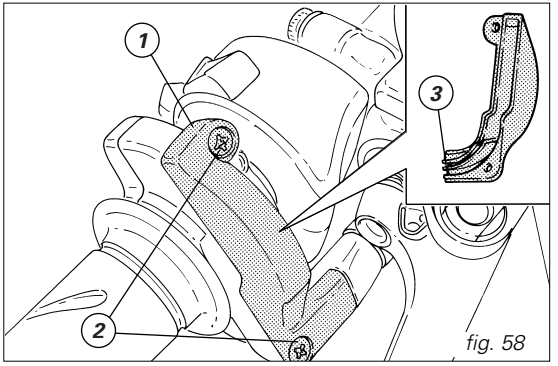

fig. 58
For the throttle cable, it is best to remove the cover (1, fig. 58) by unscrewing the two fastening screws (2) and then grease the cable end and the pulley.